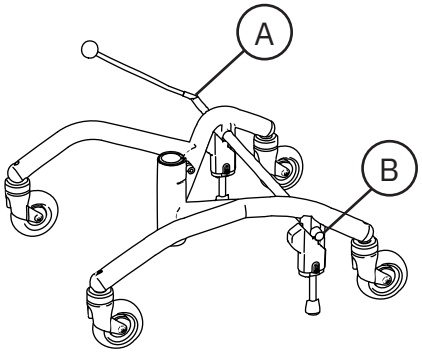

Figur 5.19. Bremsespak.
Bremsespaken kan plasseres på høyre (A) eller venstre (B) side av stativet, se figur 5.19.